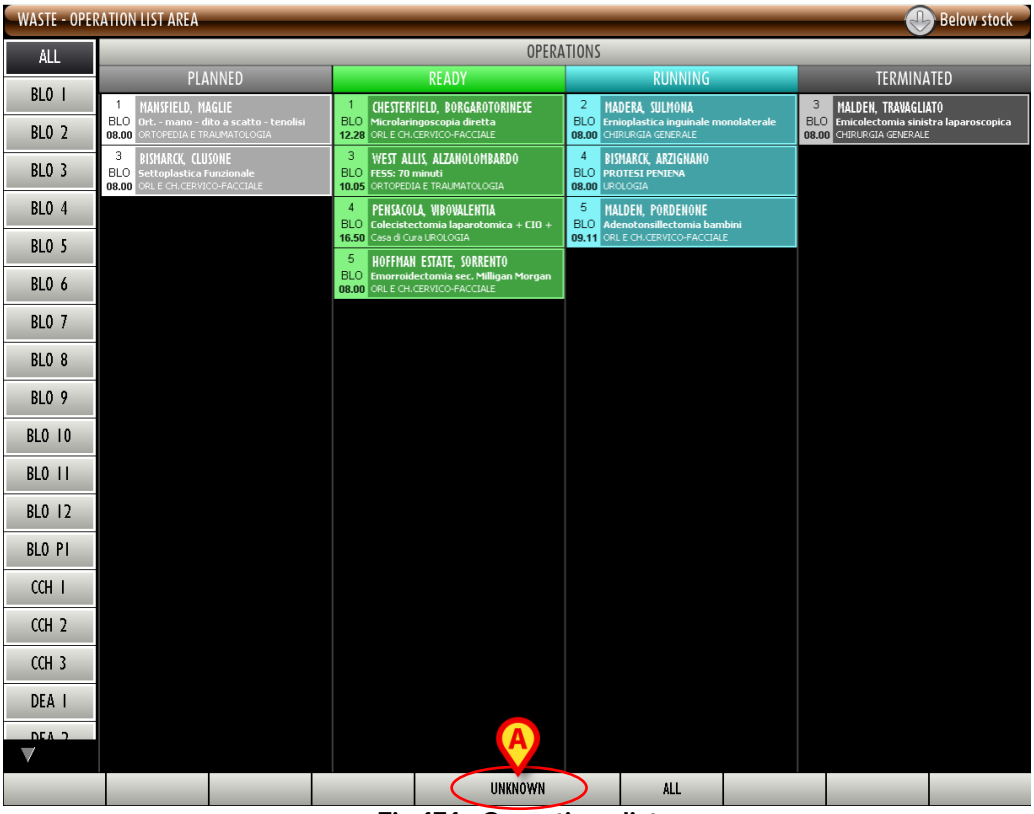

Fig 151 - Operation list
The “Operation list” screen opens (Fig 151):
- Click the **Unknown** button on the command bar (Fig 151 **A**).